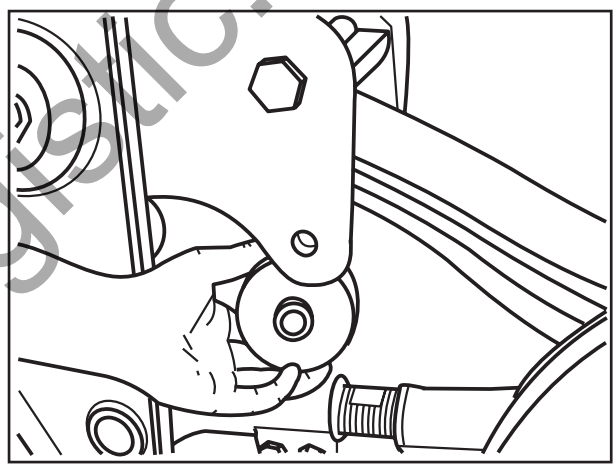

Рис. 5
(7) Вывинтить нижние крепежные болты из балансира или опоры
(8) Вынуть ролики с трубой (рис. 5) из обеих сторон балансира или опоры